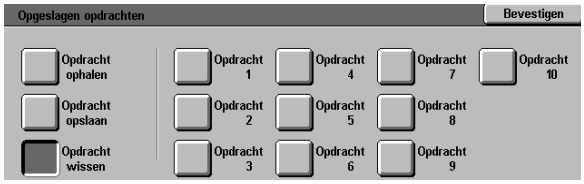

Figuur 5: De optie Opdracht wissen
2. De optie **Opdracht wissen** aanraken voor weergave van alle opgeslagen opdrachten (zie figuur 5). Alleen de toetsen waaraan een opdracht is toegekend kunnen worden geselecteerd.